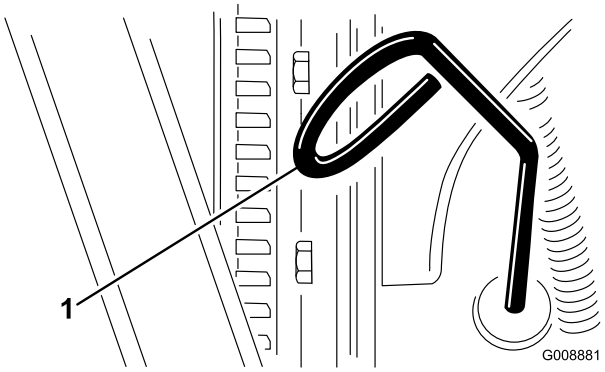

Figur 24
2. Ta ut peilestaven (Figur 24) og tørk den med en ren fille.